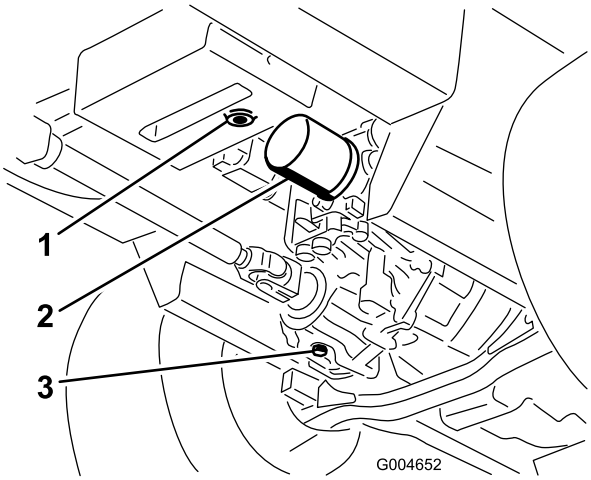

**Rysunek 61**
3. Umieść dużą miskę pod zbiornikiem hydraulicznym i skrzynią przekładniową, a następnie odkręć korki, spuszczając cały olej hydrauliczny (Rysunek 61).
4. Oczyść obszar wokół filtra oleju hydraulicznego i wyjmij filtr (Rysunek 61).